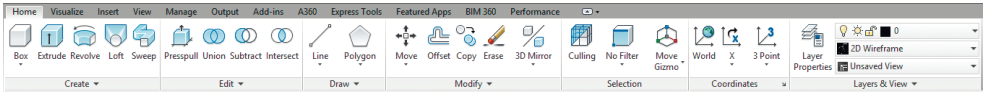

Рис. 2.8. Лента с основными инструментами трехмерного моделирования
- **3D Basics** – основные инструменты трехмерного моделирования (рис. 2.8);